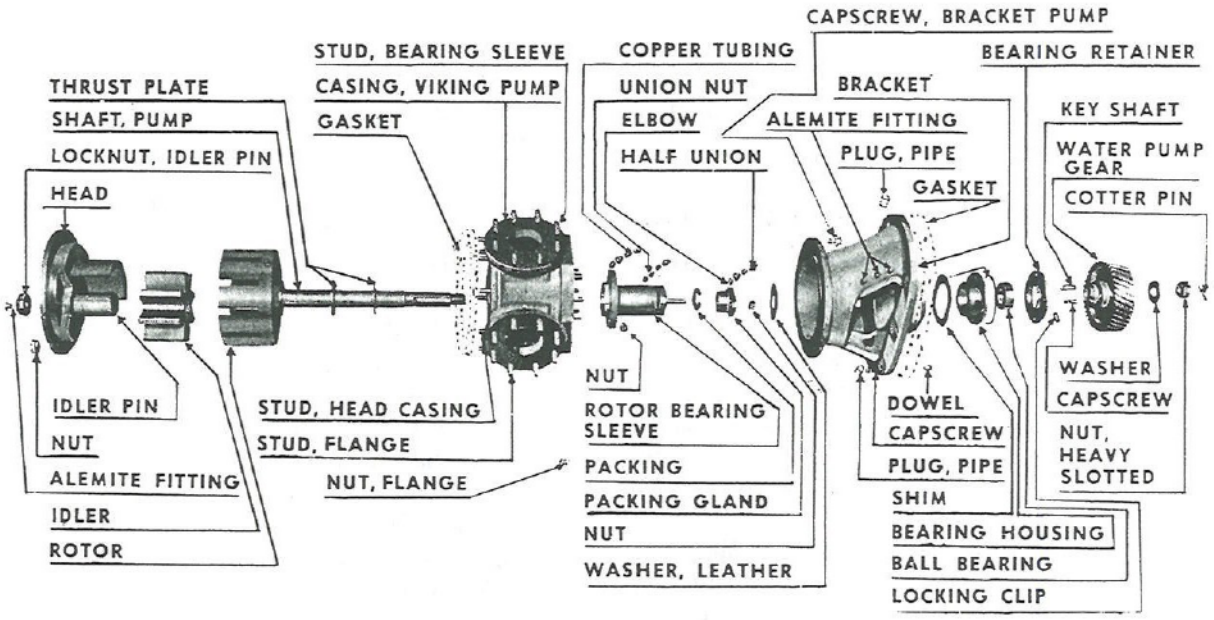

Fig. 165. Parts of Sea Water Pump
b. Do not remove the bushing in the pump housing unless it is to be replaced with a new one. If this bushing is replaced, tap the old one out. Be careful not to injure the walls of the pump housing. The pump is now completely disassembled, as shown in Fig. 165. This pump, under normal conditions, should give trouble-free operation for years. To deliver this service, the pump depends on three factors:
(1) That no gritty material or metal enters the pump.
(2) That it is properly aligned and free from stresses due to faulty piping installations.